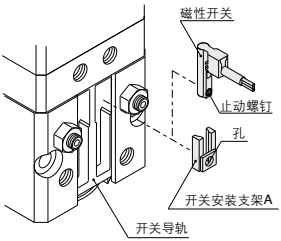

图2
**1** 按图2的方向，将开关安装支架A插入开关导轨的沟槽部。